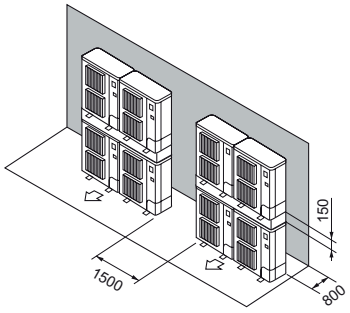

Rys. 2-14
⑦ Rozmieszczenie jednostek jedna nad drugą (Rys. 2-14)